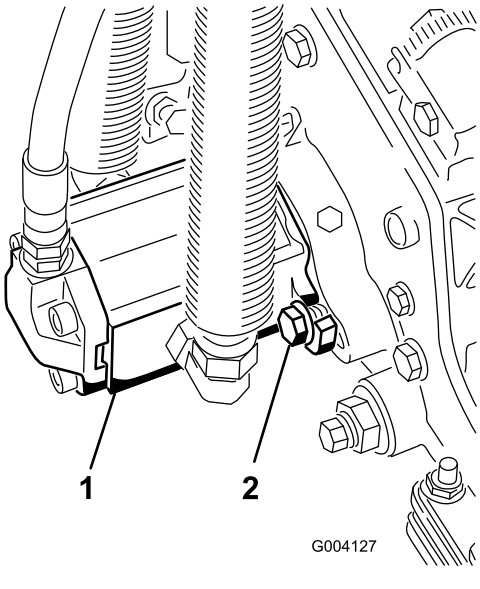

Figur 32
3. Monter motoren ved at dreje den med uret, således at motorflangerne går fri af boltene (Figur 32).